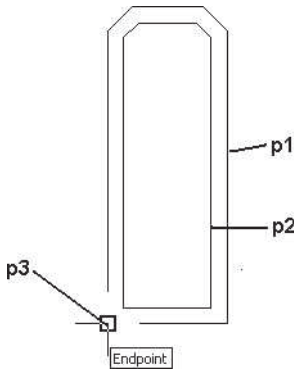

FIGURE 5.26 *Selected polyline for profile*
4. Select the polyline at **p1** as shown in Figure 5.26, right-click, and choose Convert To > Profile Definition. Respond to the workspace prompts as follows:
`Select a closed polyline, spline, ellipse, or circle for an additional ring: (Select the line at p2 as shown in Figure 5.26.)`
`Insertion Point or: _endpoint of` *`(Press Shift, right-click, and choose the Endpoint object snap; then select the end of the line at p3 as shown in Figure 5.26.)`*